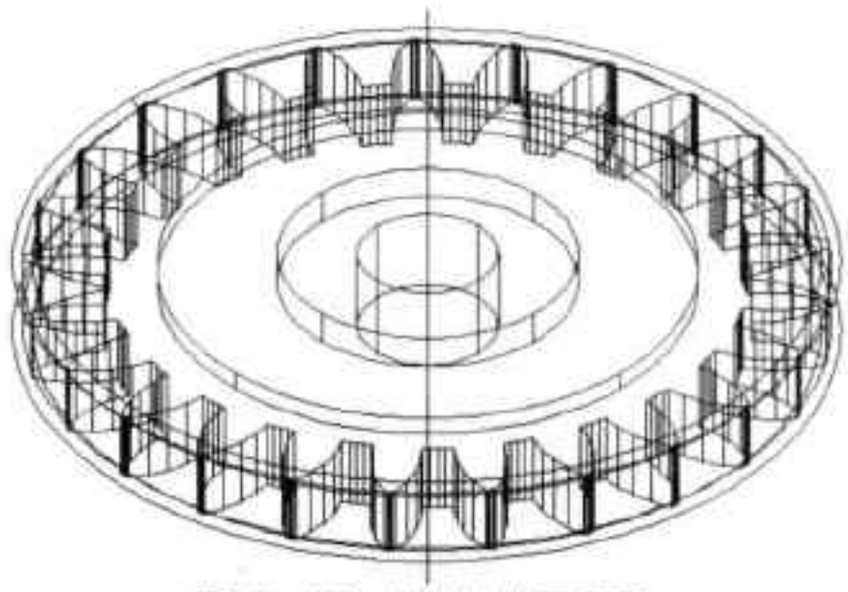

图12-63 旋转拉伸三角形
Step26 执行“旋转”命令，将刚绘制好的两个三角形以齿轮中心线为旋转中心，进行旋转拉伸，如图 12-63 所示。